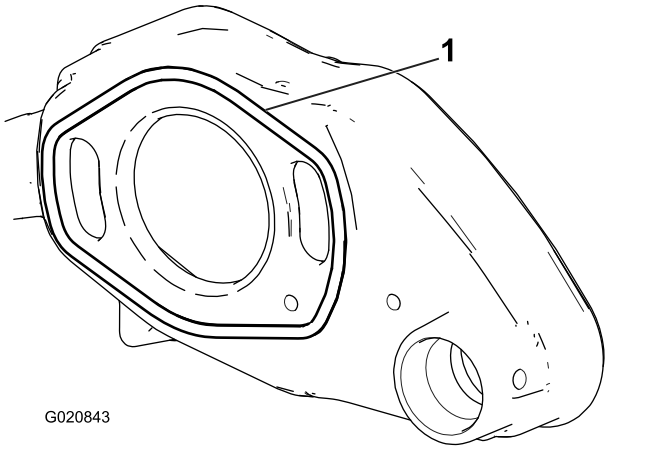

Figura 5
1. Instale o novo anel de retenção na parte de trás da caixa do rastelo e lubrifique ligeiramente as superfícies expostas do anel de retenção com lubrificante sintético (Figura 5).